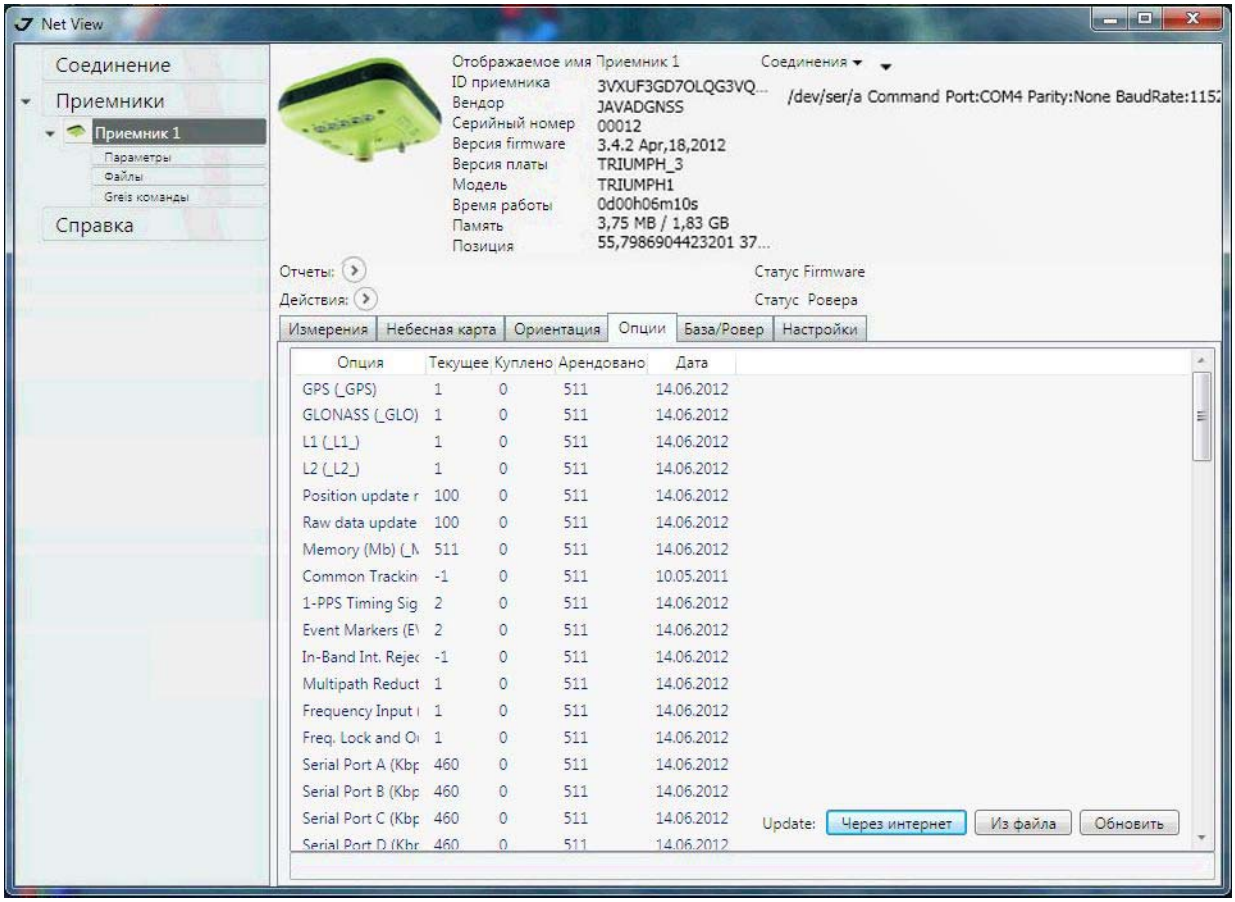

Рисунок 4. Опции
2. Нажмите слева на *Receiver*. Справа откроется информационное окно. Откройте вкладку *Опции* (Рис. 4), которое содержит следующую информацию: